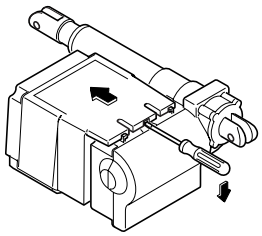

Fig. 3 – Removing the control unit
- Gently lift the nose with a screwdriver, and at the same time push the control box in the direction of the arrow (see Fig. 3).